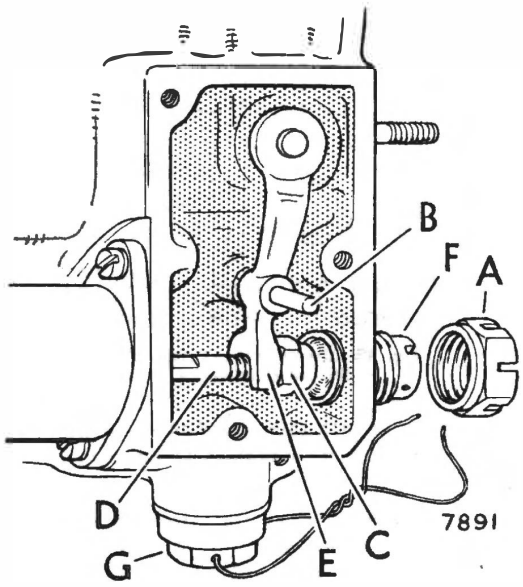

Fig. 5. *Stop pad adjustment*
When the control is operating satisfactorily, release the locknut (A), Fig. 5.